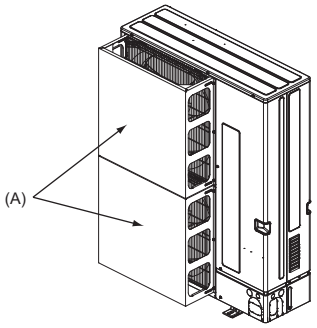

Fig. 2-4
(2) Si la unidad está situada en un lugar expuesto a vientos fuertes como huracanes que puedan entrar en la salida de aire coloque una guía para la salida de aire o una guía de aire. (Fig. 2-4)